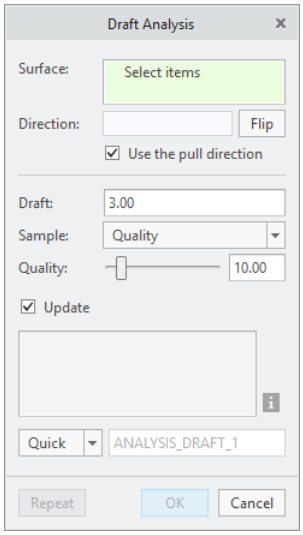

Figure 16-8 *The* ***Draft Analysis*** *dialog box*
2. Choose the **Draft** tool from the **Analysis** group of the **Mold & Cast** tab; the **Draft Analysis** dialog box is displayed, as shown in Figure 16-8.